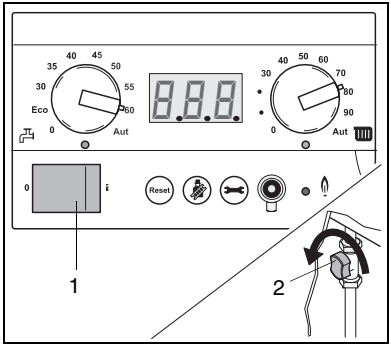

Afb. 9 Aan-/uitschakelaar en sluiten gaskraan
- Zet de aan-/uitschakelaar (afb. 9, pos. 1) in stand "**0**".
- Sluit de gaskraan door de knop van de gaskraan zodanig te verdraaien dat deze haaks staat ten opzichte van de gasleiding (afb. 9, pos. 2).
- Zet de aan-/uitschakelaar (afb. 9, pos. 1) in stand "**I**" en laat de gaskraan open.